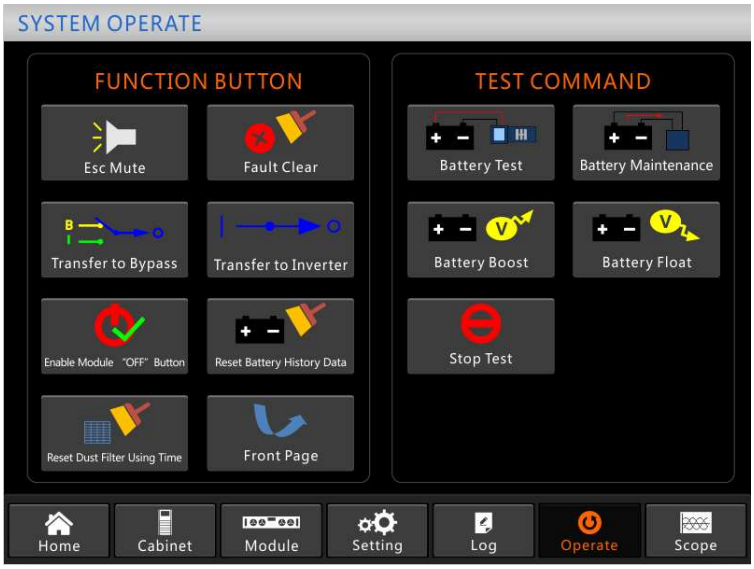

Figure 4-4 Battery maintenance
1) Manual discharging test. Enter the “Operate” menu, as is shown in Figure 4-4 and touch the icon “Battery maintenance”